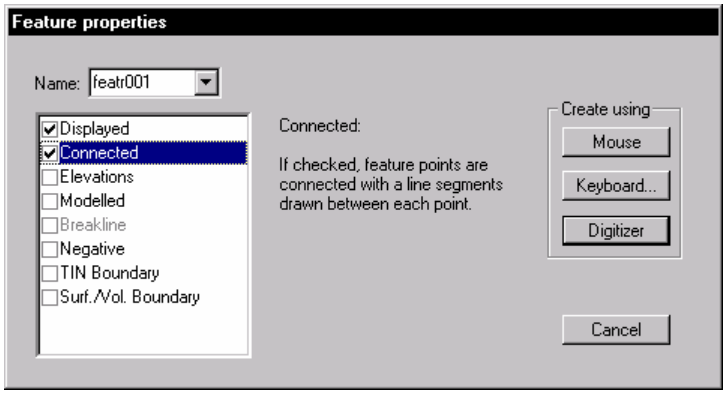

Figure 7.9: Feature Properties Dialog
10. Select menu Edit | New Feature to activate the *Feature Properties* dialog box shown below. Change your dialog box to match Figure 7.9 and press *Digitizer.*